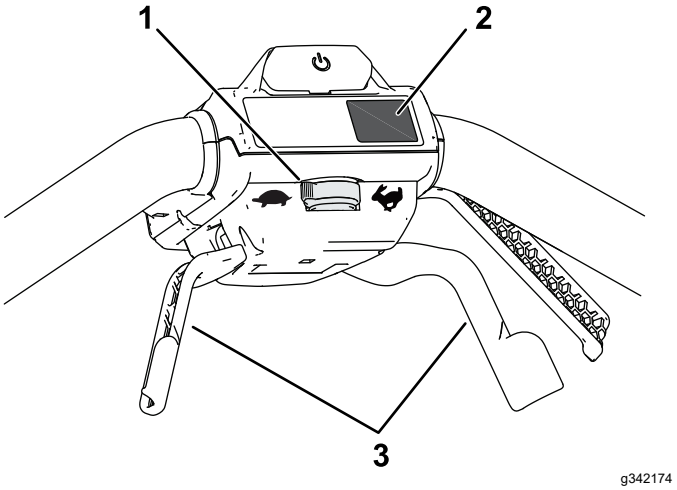

Figura 12
- **Per regolare la velocità di movimento automatica, regolate il comando della velocità (Figura 12).**
- **Per innestare la trazione automatica, tirate le maniglie della trazione automatica verso la maniglia e mantenete la posizione (Figura 12).**
Premete il pulsante MAX posto sotto il pulsante On per impostare la macchina alla velocità MAX (Figura 12).